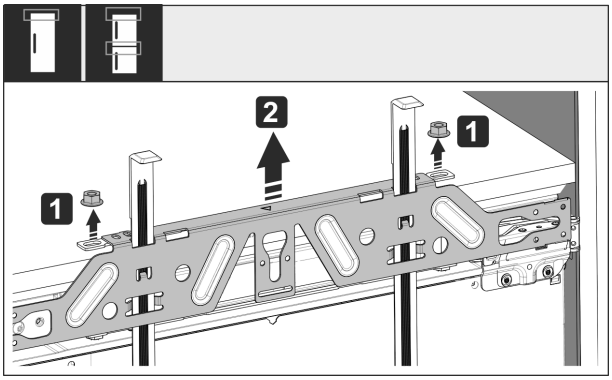

Fig. 51
▶ Desserrer les contre-écrous *Fig. 51 (1)*.
▶ Retirer la traverse de fixation *Fig. 51 (2)*.